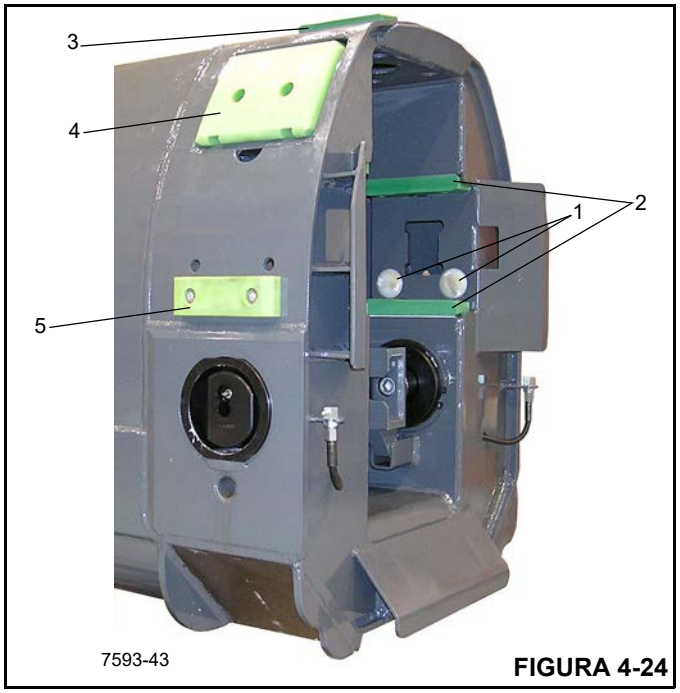

FIGURA 4-24
1. Instale las almohadillas de botón redondo (1) (Figura 4-24) en los orificios de la parte trasera de la sección.
2. Instale cuatro correderas (2) en los rieles superior e inferior en la parte trasera de la sección, y ajuste con suplementos según sea necesario. Observe el extremo grueso de cada corredera; instale las correderas de modo que los extremos gruesos se encuentren uno frente al otro y los extremos angostos estén en la parte trasera de la sección. Use suplementos para lograr una separación entre los extremos gruesos de 6.73 a 6.74 pulg (171 mm).
4. Verifique que cada una de las almohadillas de desgaste exteriores de esquina inferior (4) (Figura 4-24) tenga un perno que sujete una placa en su hendidura. Pase dos tornillos de fijación a través de los orificios en la superficie curva de cada almohadilla de desgaste y atorníllelos en la placa. Coloque las almohadillas de desgaste en las esquinas exteriores inferiores de la sección con las dos ranuras hacia abajo para quitar los tornillos que sostienen las correderas.
5. Instale dos almohadillas de desgaste inferiores (3) en la parte inferior de la sección con suplementos y tornillos avellanados. Las almohadillas de desgaste se instalan en la parte superior de la sección invertida. Use suplementos según sea necesario para hacer que estas almohadillas apenas toquen la parte inferior interior de la sección 4 cuando instale la sección 5 en la sección 4.
6. Instale dos almohadillas de desgaste exteriores laterales (5) en los lados de la sección con pernos. Use almohadillas de desgaste del tamaño apropiado de modo que apenas toquen la parte interior de la sección 4 cuando se instala la sección 5 en la sección 4.